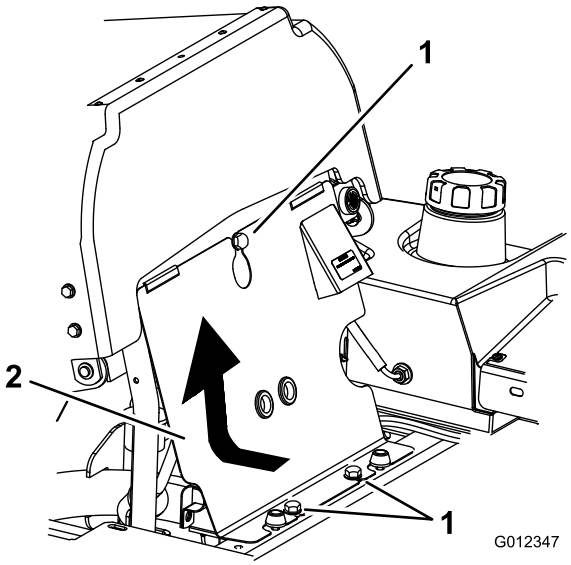

Figur 37
1. Tippa sätet framåt, lossa bultarna som håller den främre motorkåpan på plats och ta bort kåpan (Figur 37).